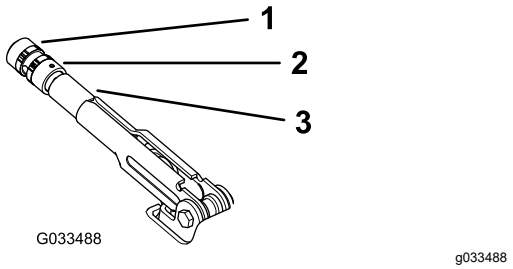

Figur 57
2. Løsn sætskruen, der fastgør skruen til parkeringsbremsehåndtaget (Figur 57).
3. Drej grebet (Figur 57), indtil der kræves en kraft på 20 til 22 kg for at aktivere håndtaget.
4. Tilspænd sætskruen, når du er færdig (Figur 57).